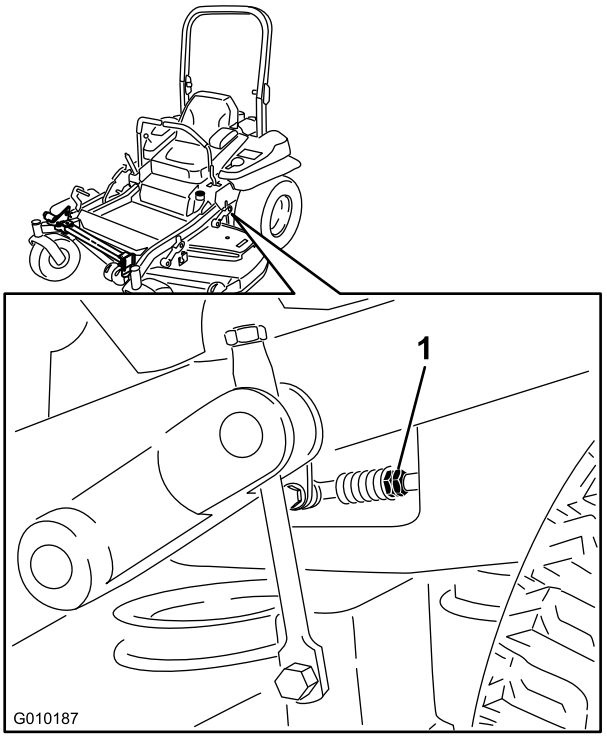

Figur 100
11. Justera längden på pumpens reglerstav genom att vrida de dubbla muttrarna på staven i lämplig riktning tills hjulen står stilla eller långsamt kryper bakåt (Figur 100).